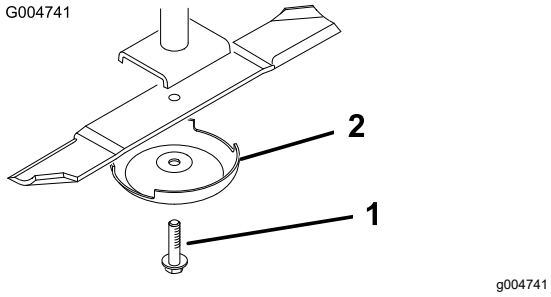

**Figuur 143**
3. Verwijder de mesbout, de antiscalpeercup en het mes van de as (Figuur 143).